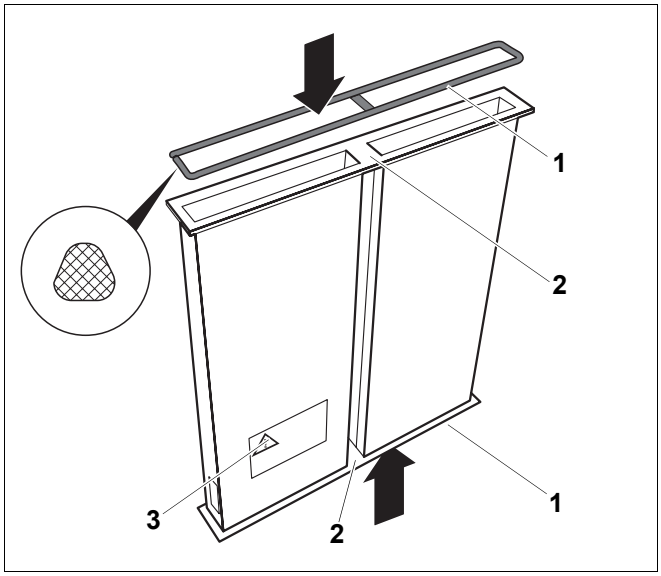

Rys. 58 Uszczelki kanału spalinowego
- Sprawdzić, czy uszczelka została prawidłowo włożona. Jeżeli uszczelki (rys. 58, **poz. 1**) nie zostały przyklejone fabrycznie, należy je dokładnie nakleić, tak jak pokazano na rys. 58, od góry i od dołu (zobacz strzałki).
Naklejona tabliczka informacyjna "woda grzewcza" (rys. 58, **poz. 3**) musi być widoczna z tyłu.